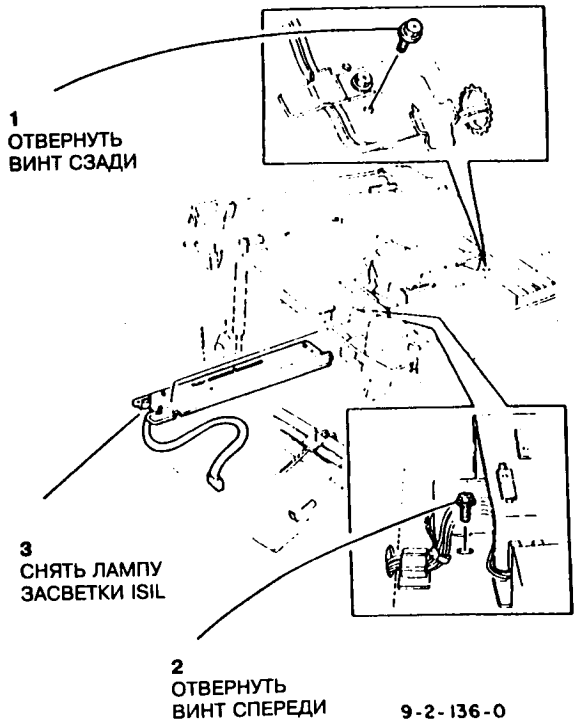

Рис.2 Снятие лампы засветки ISIL
6. Снять узел лампы засветки ISIL (рис.2).